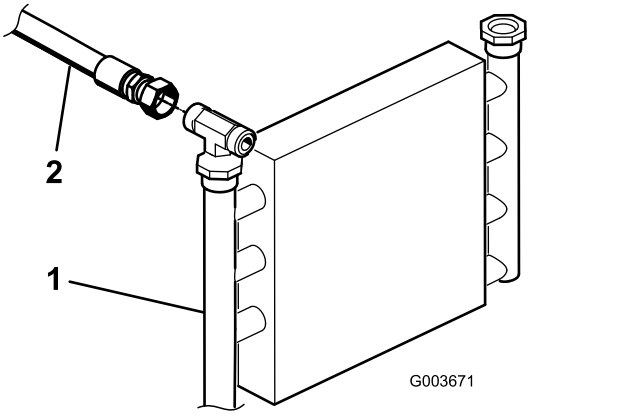
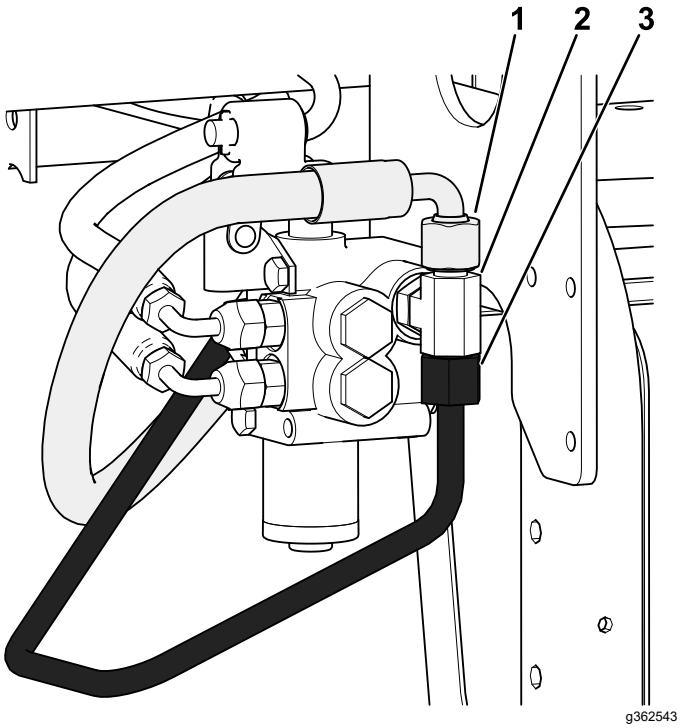

Figura 4
Figura 6
1. Individuate il tubo idraulico che va dal radiatore dell'olio alla valvola di sollevamento esistente (Figura 4).
3. Scollegate e rimuovete il tubo idraulico dal radiatore dell’olio e dalla valvola di sollevamento (Figura 4 e Figura 6).
C. Scollegate il flessibile idraulico (144-1367) dal raccordo a T (340-94), come illustrato nella Figura 6.